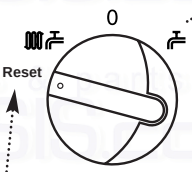

Fig. 13
2. Turn the selector switch fully anti-clockwise against the spring pressure to the reset position, hold for 2 seconds and release (Fig. 13). Set the selector to the required position to light the boiler.